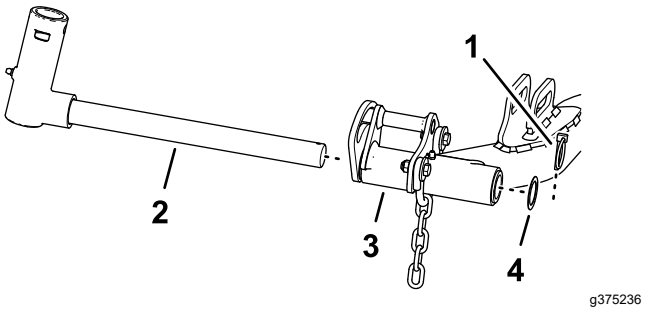

Figur 19
1. Fjern ringstiften og spændeskiven, der fastgør drejegaflen til løftearmen, og skub akslen ud af løftearmen (Figur 19).